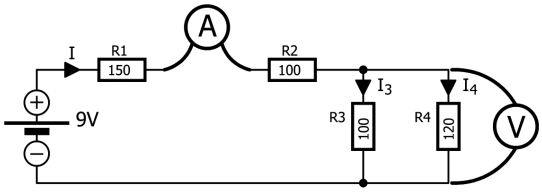

Figure 2.17 Measuring voltage and current. 'A' is a current meter, 'V' is a voltmeter.
- Select voltage measurement on your multimeter and measure the voltage over each resistor by placing the voltmeter leads across the components (Figure 2.17).
- Select current measurement on your multimeter. Place the multimeter leads in series with the component whose current is to be measured (see Figure 2.17).